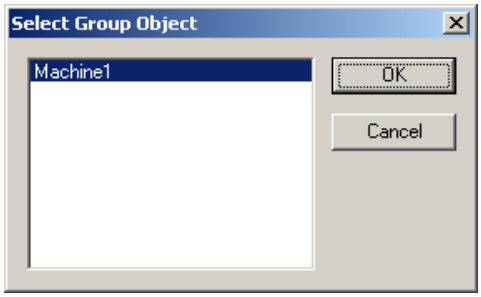

Figure L12.6 - Selecting the Logging Group
15. Select the “Machine1” logging group that we have created previously, as depicted in Figure L12.6. Click on “OK” to make the selection and close the dialog.